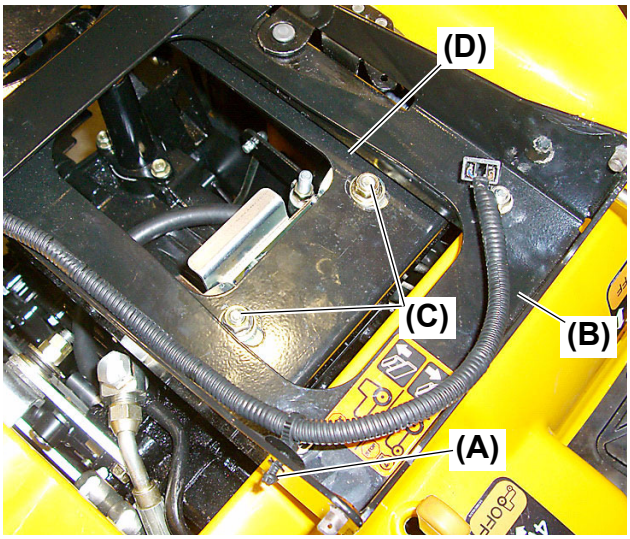

Fig. 1
1. Remove the harness clip **(Fig. 1, (A))** if not removed prior from the rail "B" stay **(Fig. 1, (B))**.
2. Remove the two (2) M10 nuts **(Fig. 1, (C))** that secure the rail "A" stay to the seat stay.